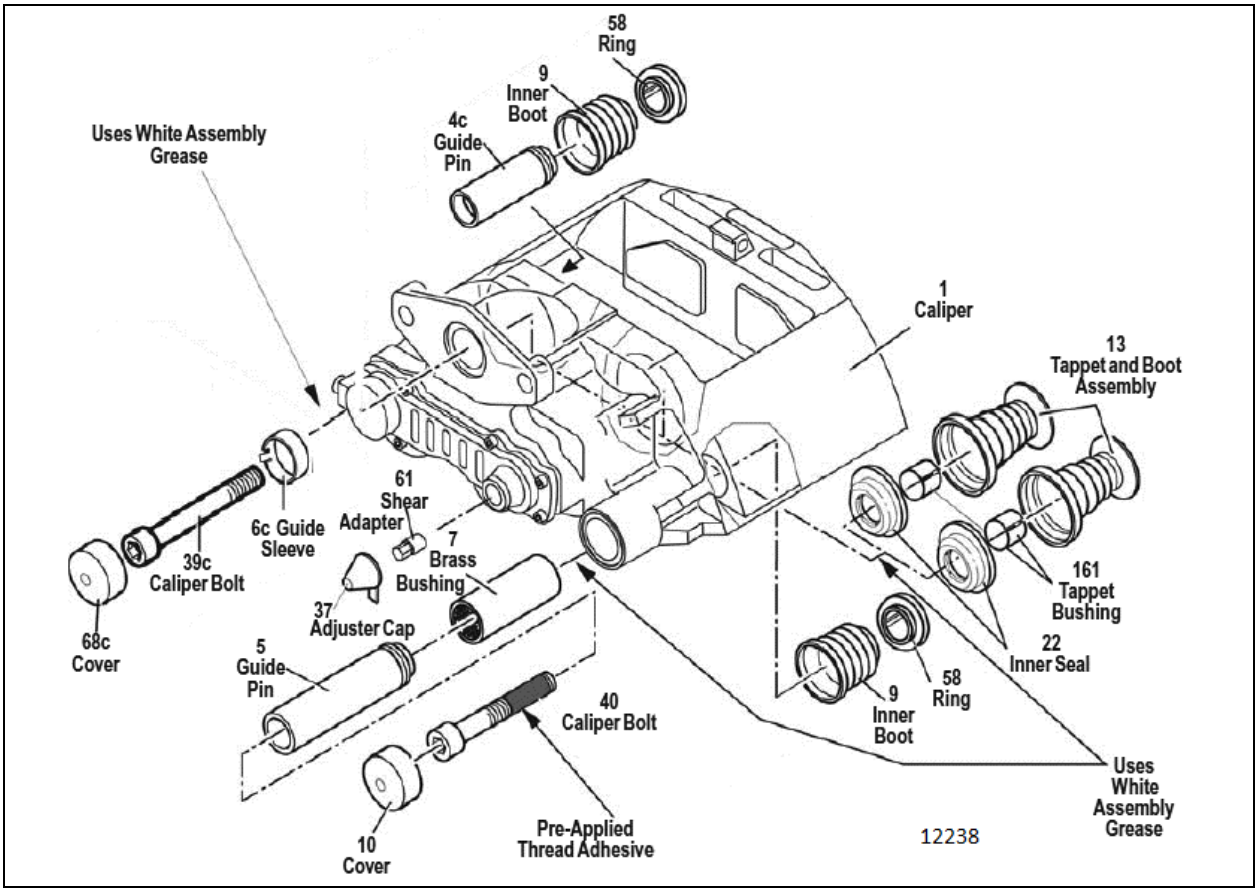

**FIGURE 22: BRAKE COMPONENTS**
Additionally, inspect the tappet and boot assemblies (13, Figure 22), the adjuster cap (37) and the sealing elements (9, 58) for correct fitting and condition as well as the caliper bearing in the area of the rubber bush/guide sleeve (6) (see *Knorr-Bremse Pneumatic Disc Brake Y006471 Service Manual*).